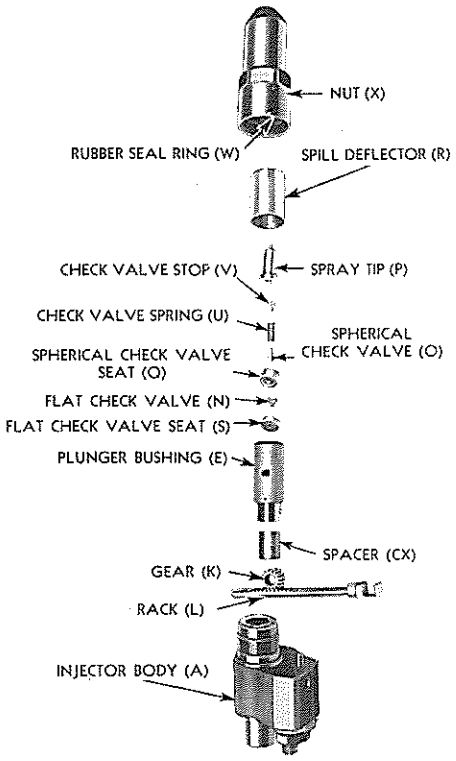

FIG. 10
3. Hold the injector body bottom end up and slide the rack through the 1/4 inch (approx.) hole in the body so the two marked teeth can be observed when looking from the bottom into the bore of the gear. See Fig. 10. The injector rack can be placed in the injector body in only one position and have the teeth marks show in the opening of the gear.